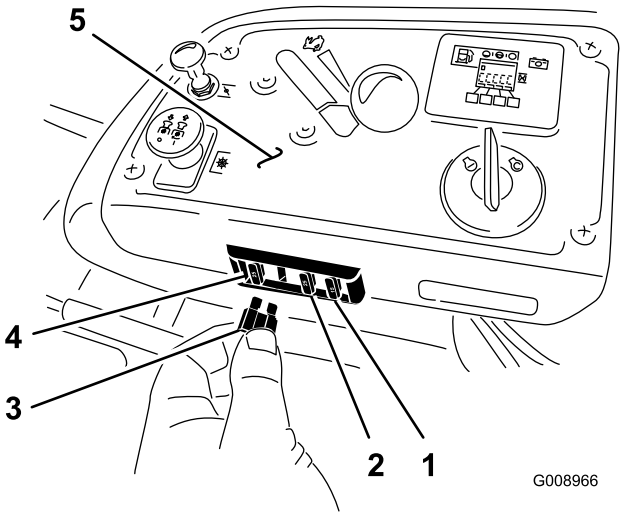

Figuur 60
1. De zekeringen bevinden zich op de rechterconsole naast de stoel (Figuur 60).
3. Monteer een nieuwe zekering (Figuur 60).